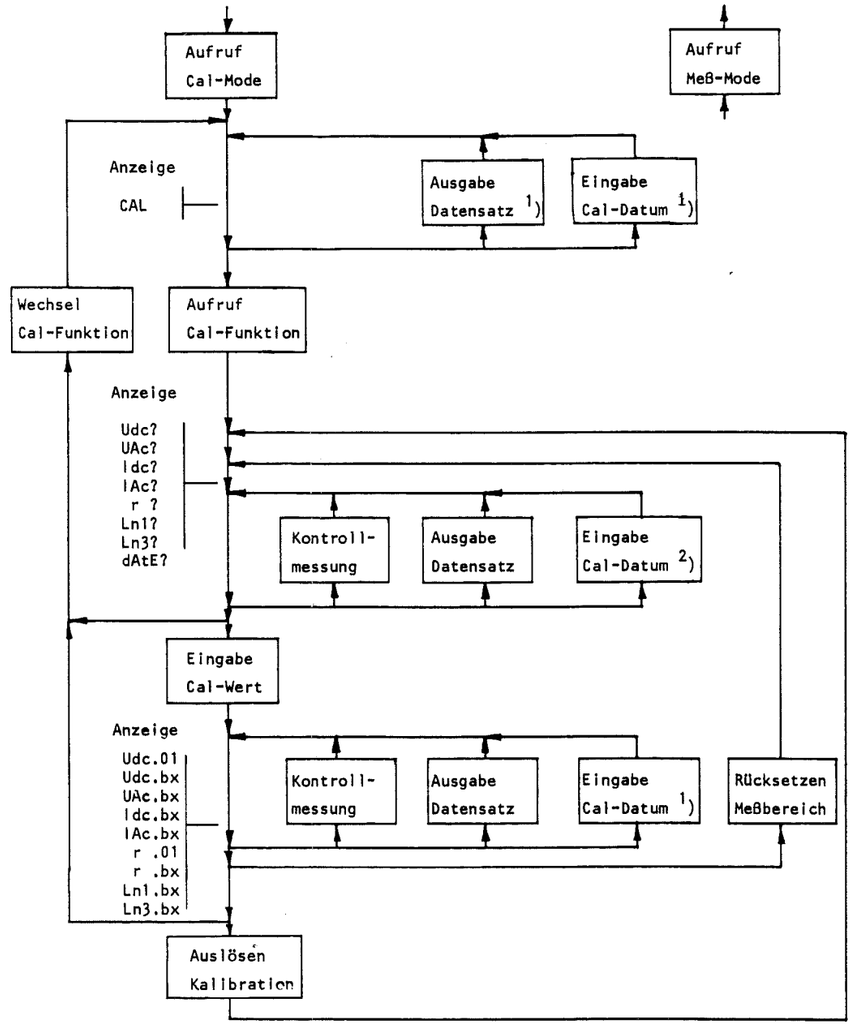

Bild 3-2 Syntaxdiagramm Autokalibration
3.4.1.2. Kalibrations-Syntax (Bild 3-2)